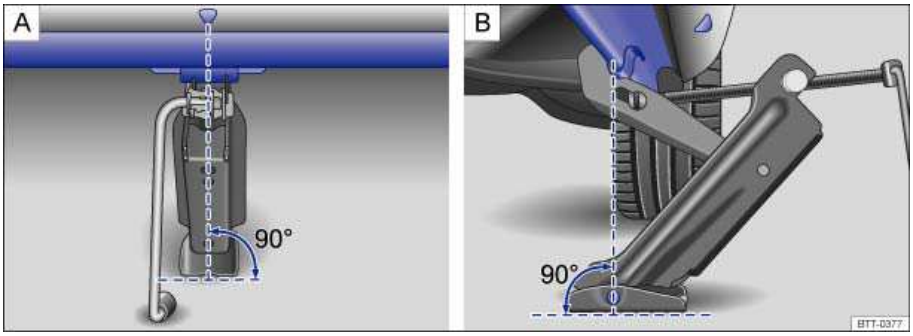

Fig. 186 Jack in position at the left rear lift point.
10. Position the jack so that its base is directly underneath the lift point ⇒ fig. 186, making sure that the entire base of the jack rests securely on the ground.
11. Align the jack and wind up the jack claw at the same time, until the claw cradles the vertical rib underneath the vehicle ⇒ fig. 186 (arrow).
- **Position the jack only at the described vehicle lift points. Before you raise your vehicle, always make sure the jack claw properly grips the vertical rib under the sill so that the jack does not slip off when you are raising the vehicle ⇒ fig. 186.**